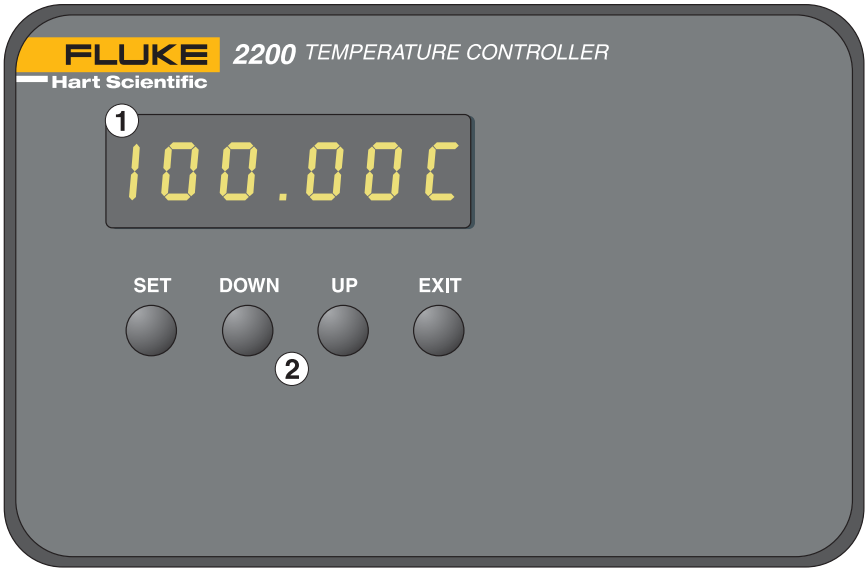

Figure 3 *Front Panel*
The following controls and indicators are present: (1) the digital display, (2) the control buttons. (see Figure 3)
(1) The digital display of the temperature controller displays the set and actual temperatures and various controller functions, settings, and constants. The display shows temperatures in values according to the selected scale °C or °F.
(2) The control buttons (SET, DOWN, UP, and EXIT) are used to set the temperature set-point, access and set other operating parameters, and access and set calibration parameters.